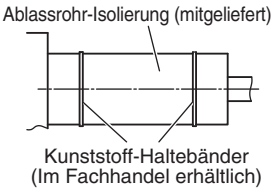

Abb. 3-9
(2) Nachdem das Ablaufrohr gut befestigt wurde, das mitgelieferte Abdichtmaterial und die Isolierung um das Rohr wickeln, dann mit Kunststoff-Haltebändern sichern. (Abb. 3-9)